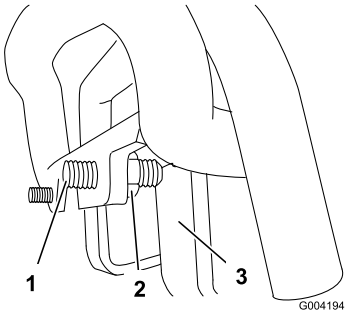

Bild 57
3. Falls die Maschine nach **links** zieht, lockern Sie die **rechte** Klemmmutter und stellen Sie die Spurweiten-Stellschraube vorne am Fahrantrieb ein (Bild 57).
4. Falls die Maschine nach **rechts** zieht, lockern Sie die **linke** Klemmmutter und stellen Sie die Spurweiten-Stellschraube vorne am Fahrantrieb ein (Bild 57).